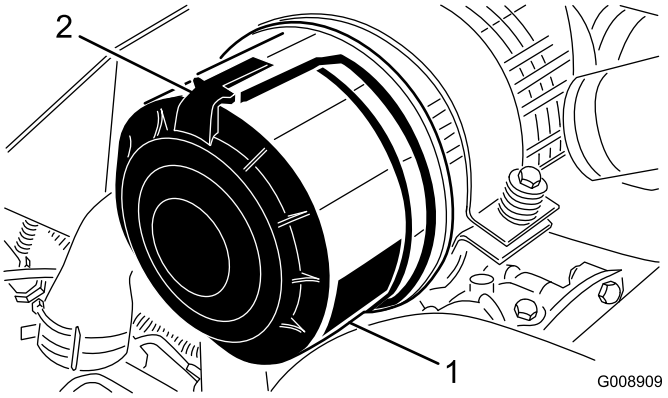

Figuur 59
1. Maak de sluitingen los waarmee het deksel van het luchtfilter is bevestigd aan de luchtfilterbehuizing (Figuur 59).